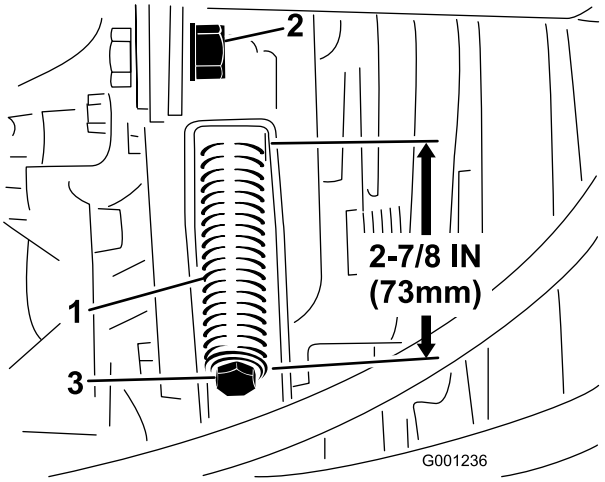

Figur 65
3. Løsn spændstangens kontramøtrik (Figur 65).
4. Brug en ½"-nøgle til at stramme eller løsne tilspændingsfjederen (Figur 65). Juster fjederlængden til 73 mm.
4. Brug en ½"-nøgle til at løsne tilspændingsfjederen (Figur 65) helt.
6. Monter kraftudtagets nye rem, og spænd remskivens fjeder til 73 mm (Figur 65).
7. Spænd kontramøtrikken (Figur 65), og luk motorhjelmen.